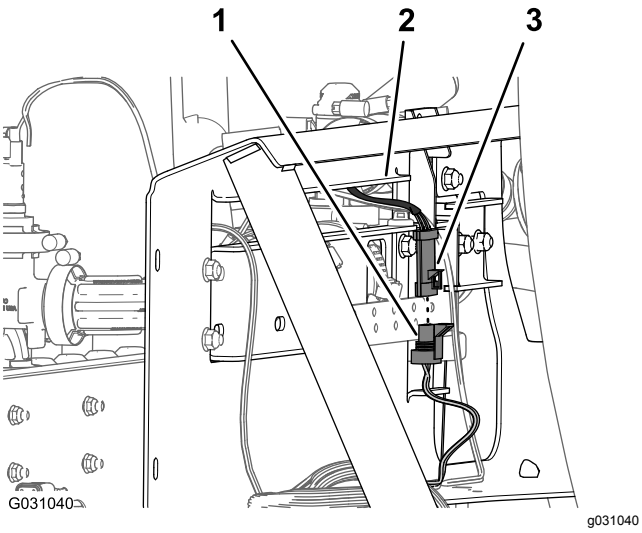

Figur 110
6. Tilslut konnektoren med 3 ben på omrøringsventilens ledningsnettet til konnektoren med 3 sokler på 203 cm afgreningen af ledningsnettet mærket **Agitation Valve** (omrøringsventil) (Figur 110).